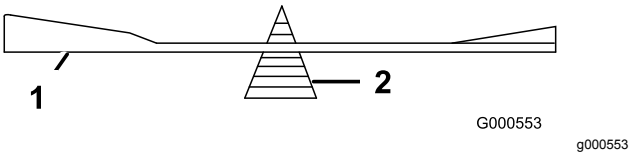

Figuur 69
2. Controleer de balans van het mes met een mesbalans (Figuur 69).